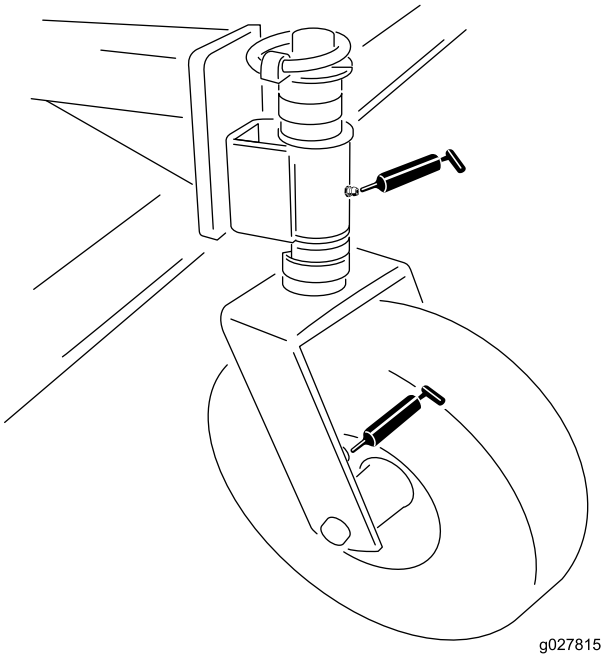

Figura 7
- Ruota orientabile (2 ciascuna) (Figura 7)